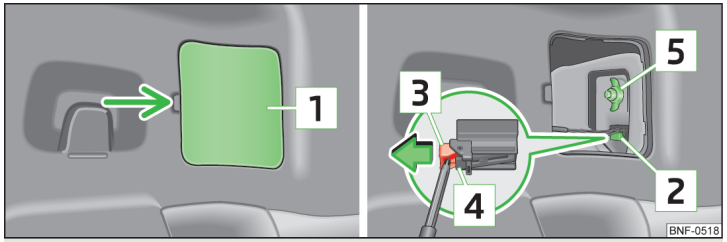

Fig. 131 **Removing the tail lamp assembly**
- Pry off cover 1 » Fig. 131 in the arrow area.
› Unscrew the plastic nut 5 » Fig. 131 and tighten.